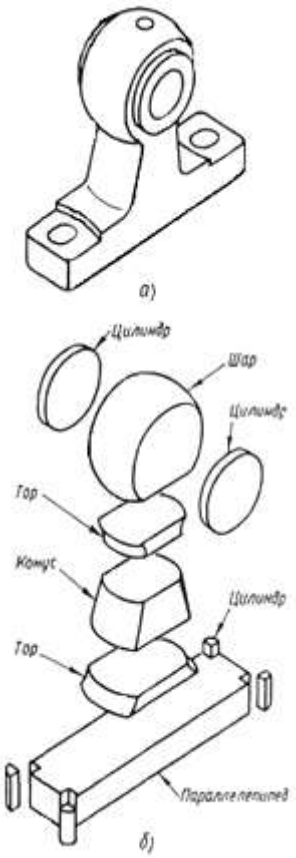

Рисунок 2.1
-определяют форму и основные составные элементы, на которые ее мысленно можно расчленить (форму простых геометрических тел) рисунок 2.1.